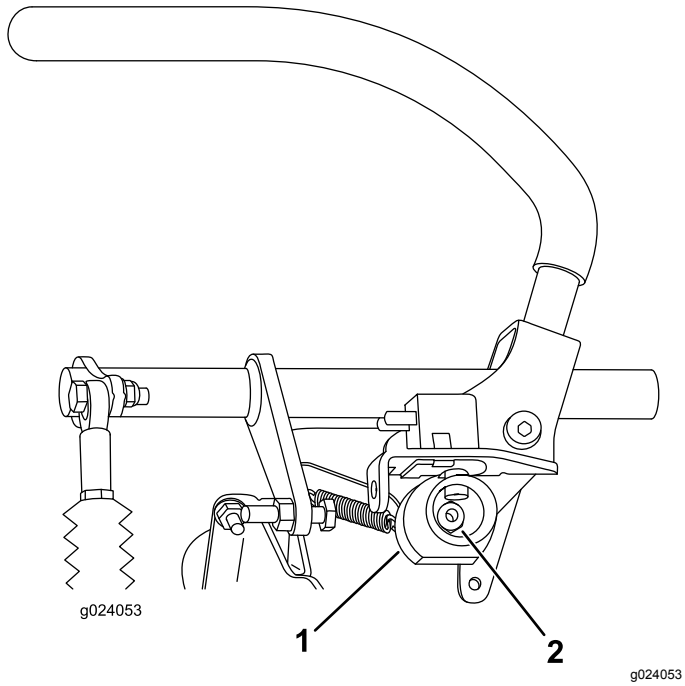

Figur 68
6. Løsn møtrikken, der fastholder knasten (Figur 68).